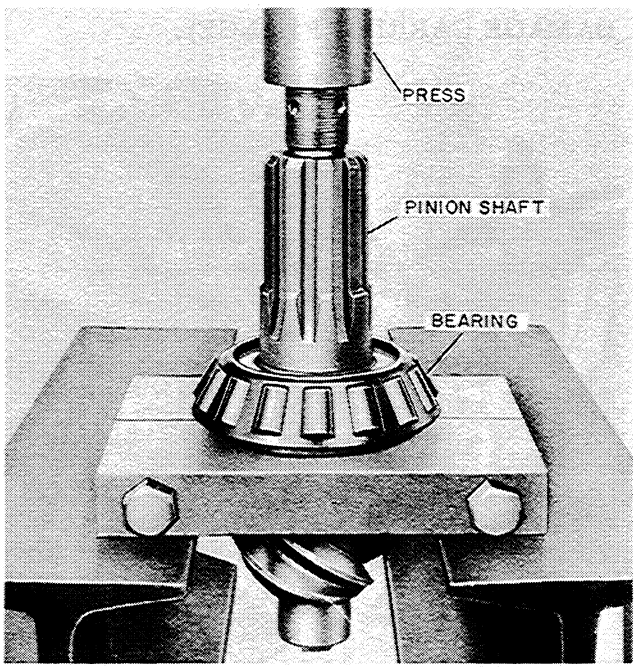

Figure T-43
6. Press the inner bearing off of the pinion shaft, Figure T-43.